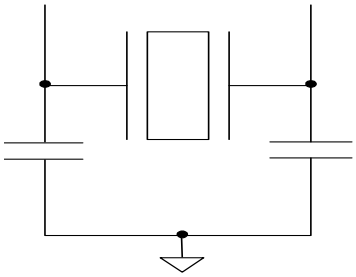

**Figure 2. Crystal Capacitive Clarification**
Crystal loading plays a critical role in achieving low ppm performance. To realize low ppm performance, the total capacitance the crystal will see must be considered to calculate the appropriate capacitive loading (CL). *Figure 2* shows a typical crystal configuration using the two trim capacitors. An important clarification for the following discussion is that the trim capacitors are in series with the crystal not parallel. It's a common misconception that load capacitors are in parallel with the crystal and should be approximately equal to the load capacitance of the crystal.